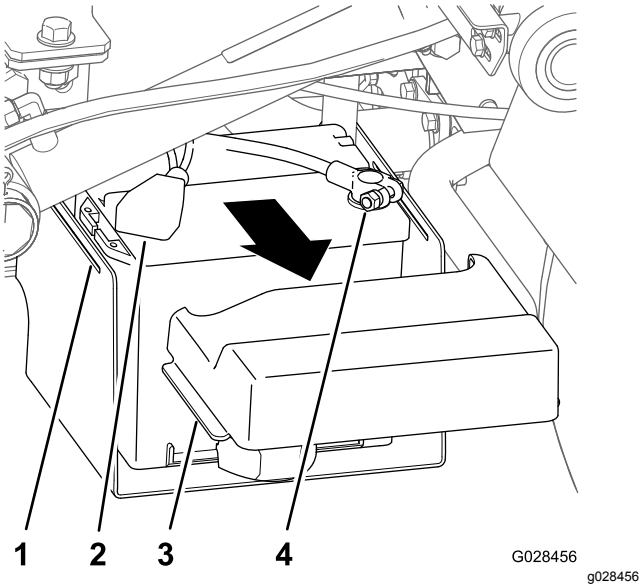

Figuur 15
1. Knijp de zijkanten van het accudeksel samen om de lipjes uit de gleuven in de accubasis te nemen en verwijder het accudeksel van de accubasis (Figuur 15).
2. Schuif het deksel naar achteren en koppel de minpool van de accu (Figuur 15).
3. Koppel de pluspool los van de accu (Figuur 15).